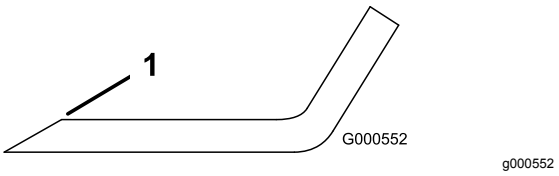

Figur 117
1. Anvend en fil til at slibe begge ender af skærekniven (Figur 117).
Bemærk: Hvis kniven ikke er afbalanceret, skal der slibes lidt mere metal af sejlområdet (Figur 117).